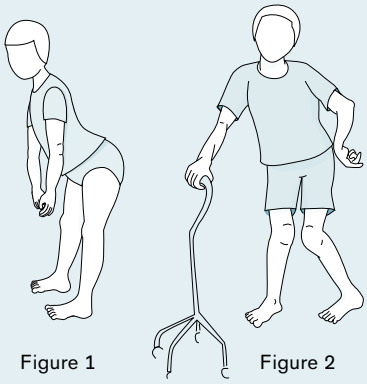

Figure 1 Figure 2
- Compensated for while standing by hip flexion and internal rotation while extending the knee (see Figure 1) or hip extension and internal rotation while flexing the knee (see Figure 2)